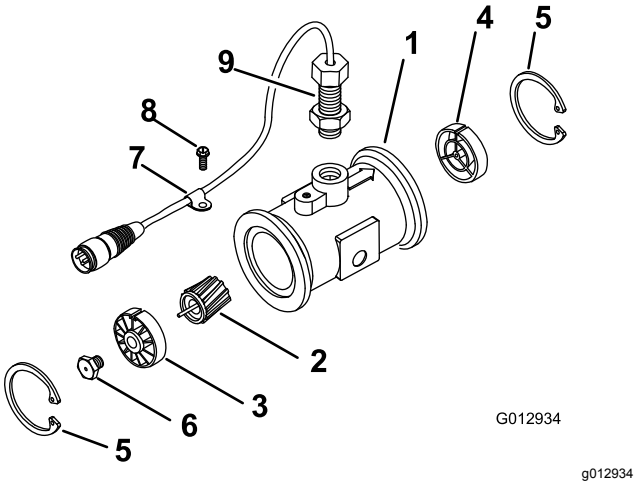

Rysunek 65
3. Wyjmij pierścień osadczy po stronie napływowej (Rysunek 65).